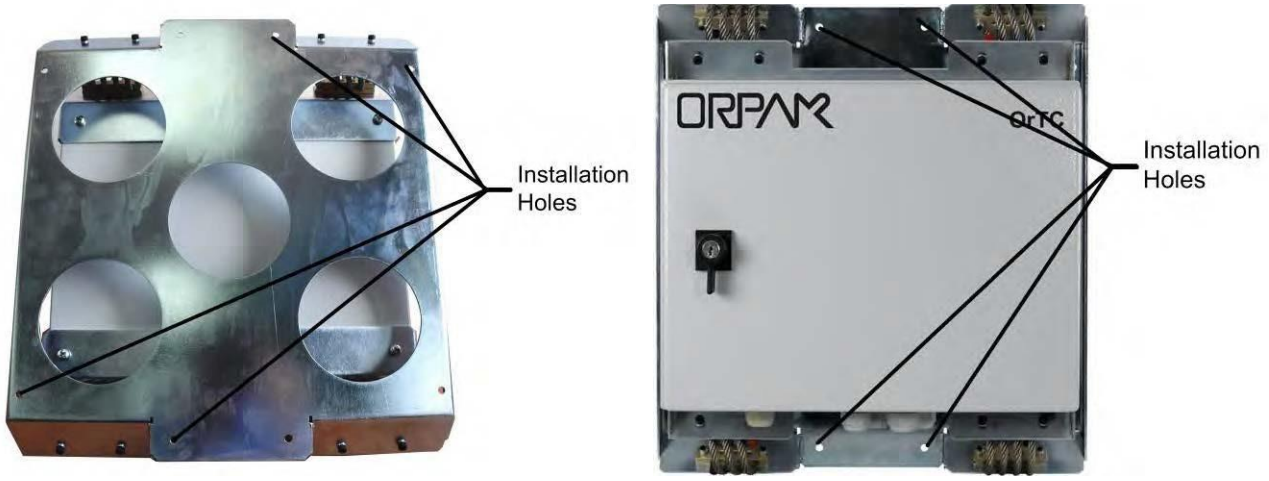
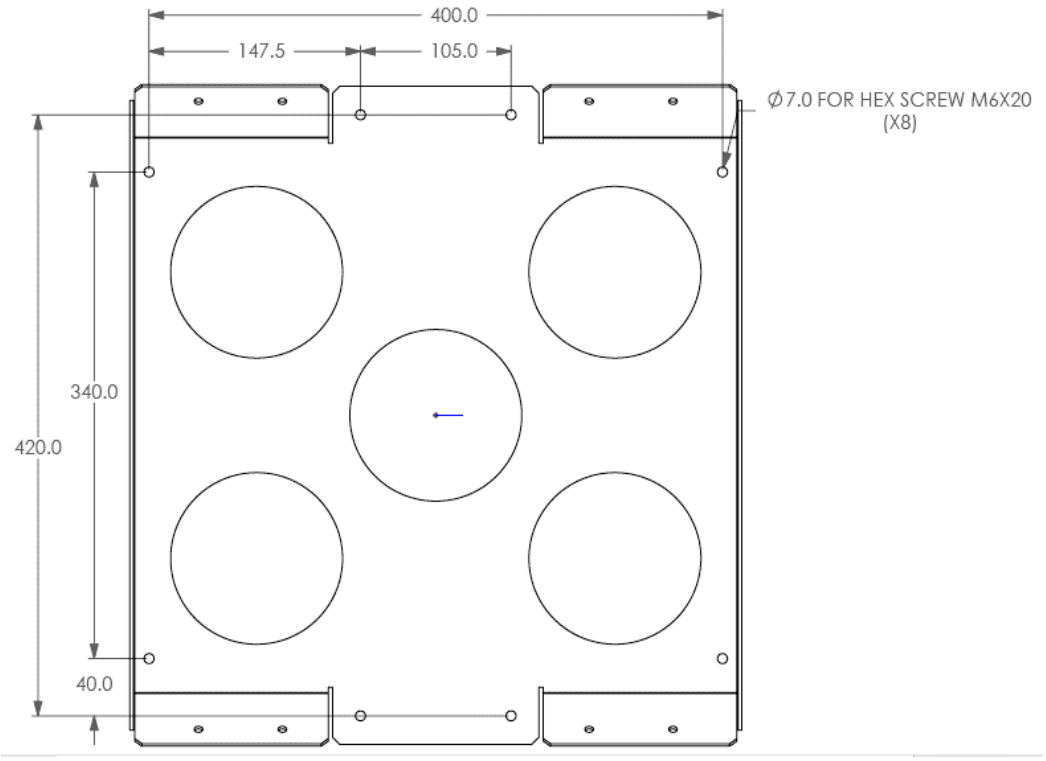

Figure 3-2. Shock Absorber Assembly – Installation Holes
Figure 3-3. Fuel Truck Controller with Shock Absorber Assembly – Installation Holes
4. Drill eight M6 Hex threads in the support flanges of the Shock Absorbers plate. See location and dimensions in Figure 3-2 and Figure 3-3 (10 in Table 3-1).
1. Locate the eight installation holes on the mounting flanges (see Figure 3-2 and Figure 3-3).
3. Set Shock Absorbers assembly (2 in Table 3-1) on the spot (see Figure 3-2) so that its installation holes fit with the threads.